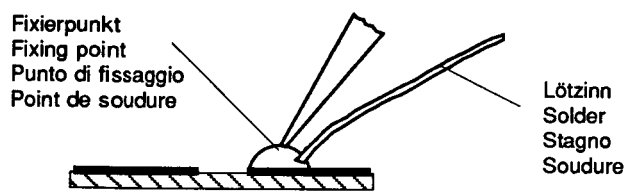

Fig. 3
3. Schritt: Lötpunkt von Lötrückständen säubern. Lötperle anbringen (Fig. 3).
3. step: Remove possible residues from the soldering point. Then apply a solder bead (Fig. 3).
3. Aspirer les restes de soudure sur le circuit. Poser une pointe de soudure (Fig. 3).
3. Pulire il punto dai residui di saldatura. Applicare una goccia di stagno (Fig. 3).
3. Limpiar el punto de soldadura de residuos de la soldadura anterior. Poner una gota de estaño (Fig. 3).